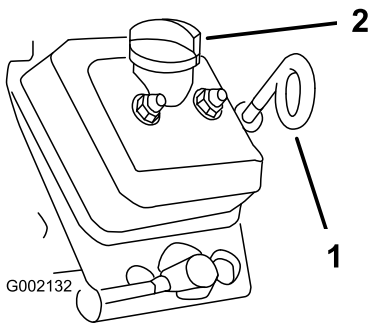

Figur 20
3. Använd en trasa och gör rent runt oljestickan och dess lock (Figur 20) så att smuts inte kan ramla ner i påfyllningsröret och skada motorn.
4. Ta bort oljestickan och torka av änden (Figur 20).
5. Stick ner oljestickan helt i påfyllningsröret och se till att den sitter fast ordentligt (Figur 20).
8. Sätt tillbaka påfyllningslocket. Se Figur 20.
9. Sätt ned oljestickan så att den sitter ordentligt (Figur 20).